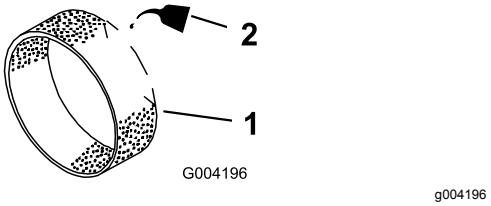

Rysunek 45
3. Nanieś na filtr wstępny ok. 25–50 cm³ oleju (Rysunek 45).